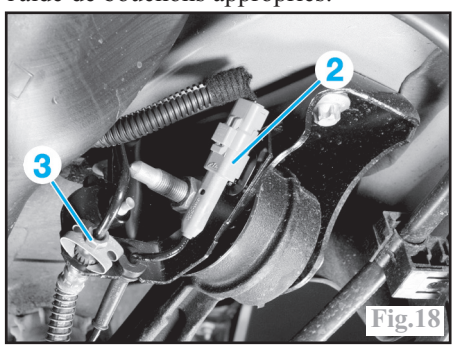

Fig.18
-débrancher le connecteur du capteur ABS (2) (Fig.18).
-désaccoupler le flexible de frein du tuyau rigide (3).